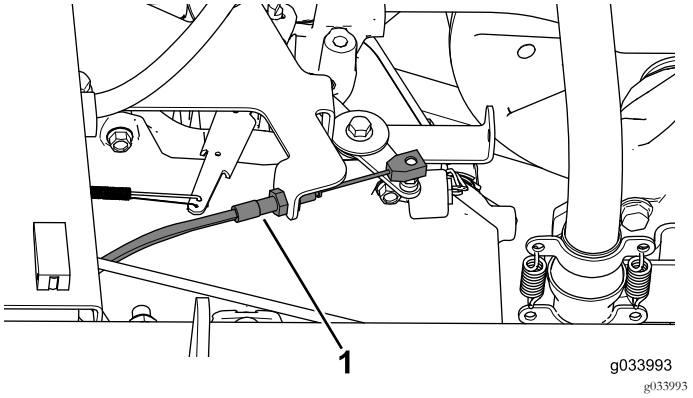

Figure 9
3. Débranchez le câble d'accélérateur du levier d'accélérateur et retirez-le du support d'accélérateur (Figure 9).